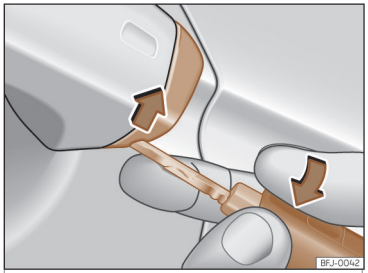

Fig. 74 Manecilla de la puerta del conductor: desprender la tapa haciendo palanca.
- Introduzca el espadín en la abertura inferior de la tapa de la manecilla de la puerta del conductor››› fig. 74 y eleve la tapa de abajo hacia arriba.